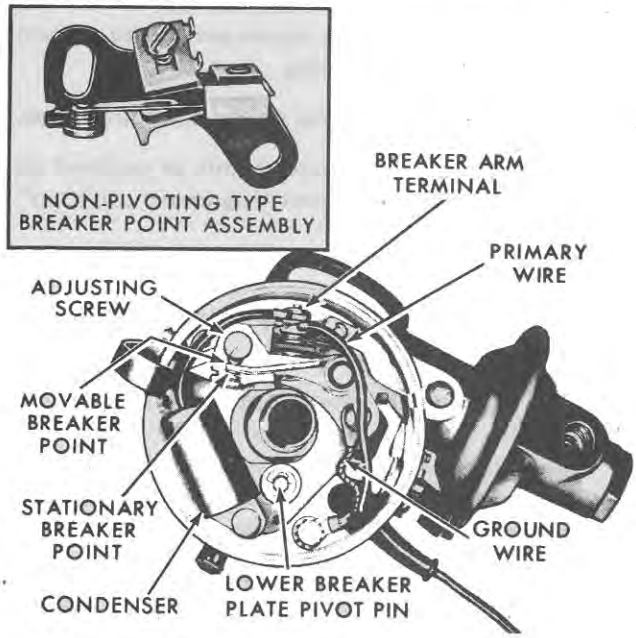

Figure 70
15. Position the lower breaker plate in the distributor. Be sure the breaker plate tabs are up and the pivot pin located in the position shown in Figure 70.
NOTE: ***Two types of breaker point assemblies are used on Ford Tractors: a pivoting type or a non-pivoting type. See Figure 70. The function and adjustment of both types are the same; however, the electrical connection on the pivoting type is secured with a nut and lock washer, whereas the non-pivoting type uses a screw.***
19. Install the ground wire, Figure 70.
The distributor does not have to be removed from the engine to service the distributor breaker point assembly, Figure 70.
3. Loosen the nut and lock washer (or screw) that secures the condenser and primary wires to the moveable breaker arm terminal and remove the wire leads, Figure 70.